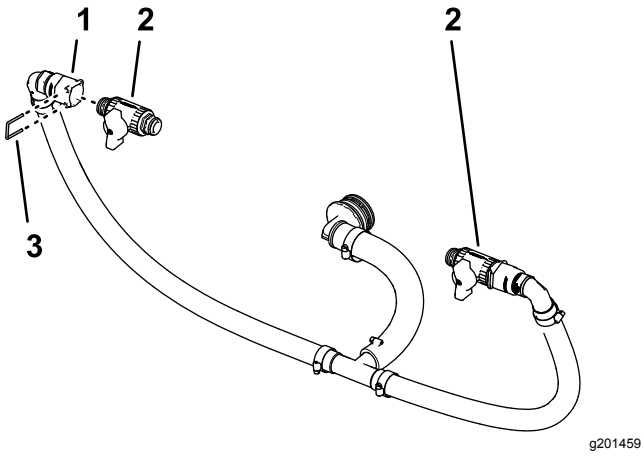

Figur 91
1. Afmonter de 2 holdere fra de lynfrakoblingsfittings (Figur 91), som du samlede i Montering af omløbsslangerne (side 40).
2. Monter afbryderventilen på lynfrakoblings-fittingsoklen (Figur 91).